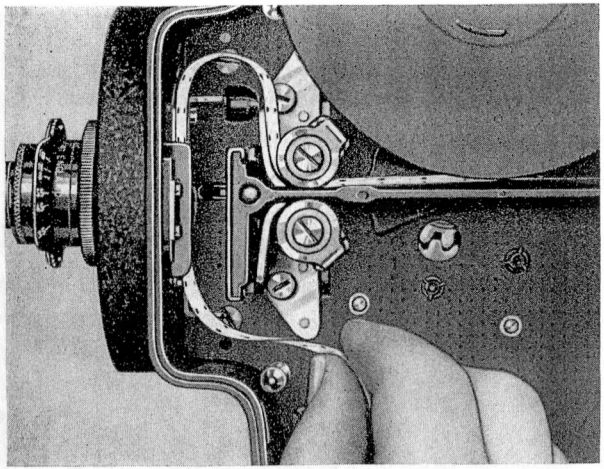

Figure 6
6. Place the leader in the film gate channel, as in Figure 6, leaving enough slack above to form the upper loop, the extreme top of which should be about ¼ inch from the metal camera shell.